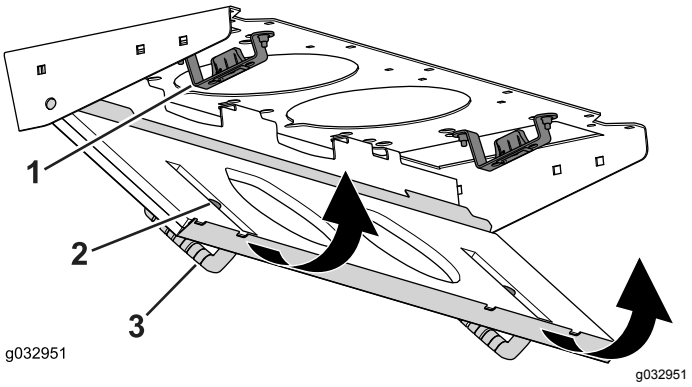

Figur 95
4. Roter filterskjermen rundt tappene til låsen låses inn i låsfesteenheten (Figur 95).